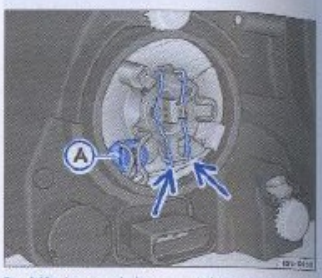

Fig. 142 Acceso a la lámpara de la luz de carretera y a la lámpara de la linterna delantera
- Comprima ambos lados del resorte de seguridad ⇒ fig. 142 -flechas- contra la lámpara, desplazando el resorte para destrabarlo.
- Remueva el portalámparas ⇒ fig. 142 Ⓐ, para remover la lámpara de la linterna delantera.